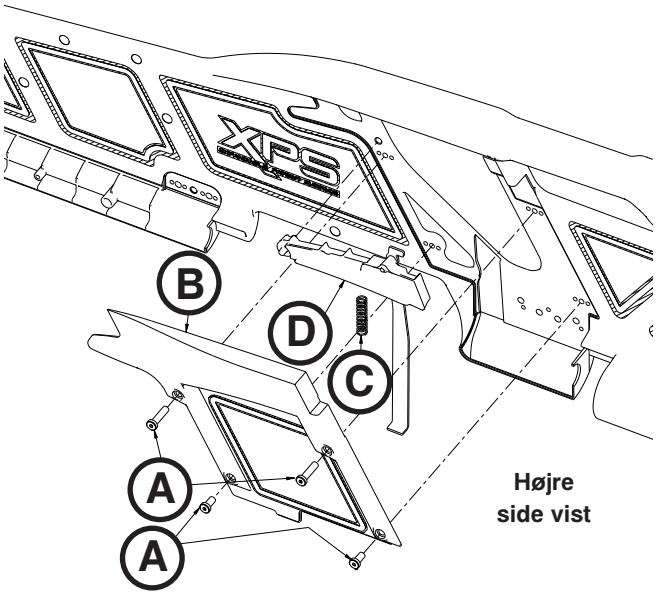

Figur 84
3. Med en 3/32" unbrakonøgle fjernes de fire skruer (A), som fæstner dækslet til udløseren til den overtrukne enhed for at fjerne dækslet (Figur 84).
4. Løft udløserhåndtagets fjeder (C) op med en lille skruetrækker med kærv for at tage fjederen af (Figur 84).
5. Tag fat om udløserhåndtaget (D) og vip det mod fjedersiden for at fjerne det fra dækslet (Figur 84).